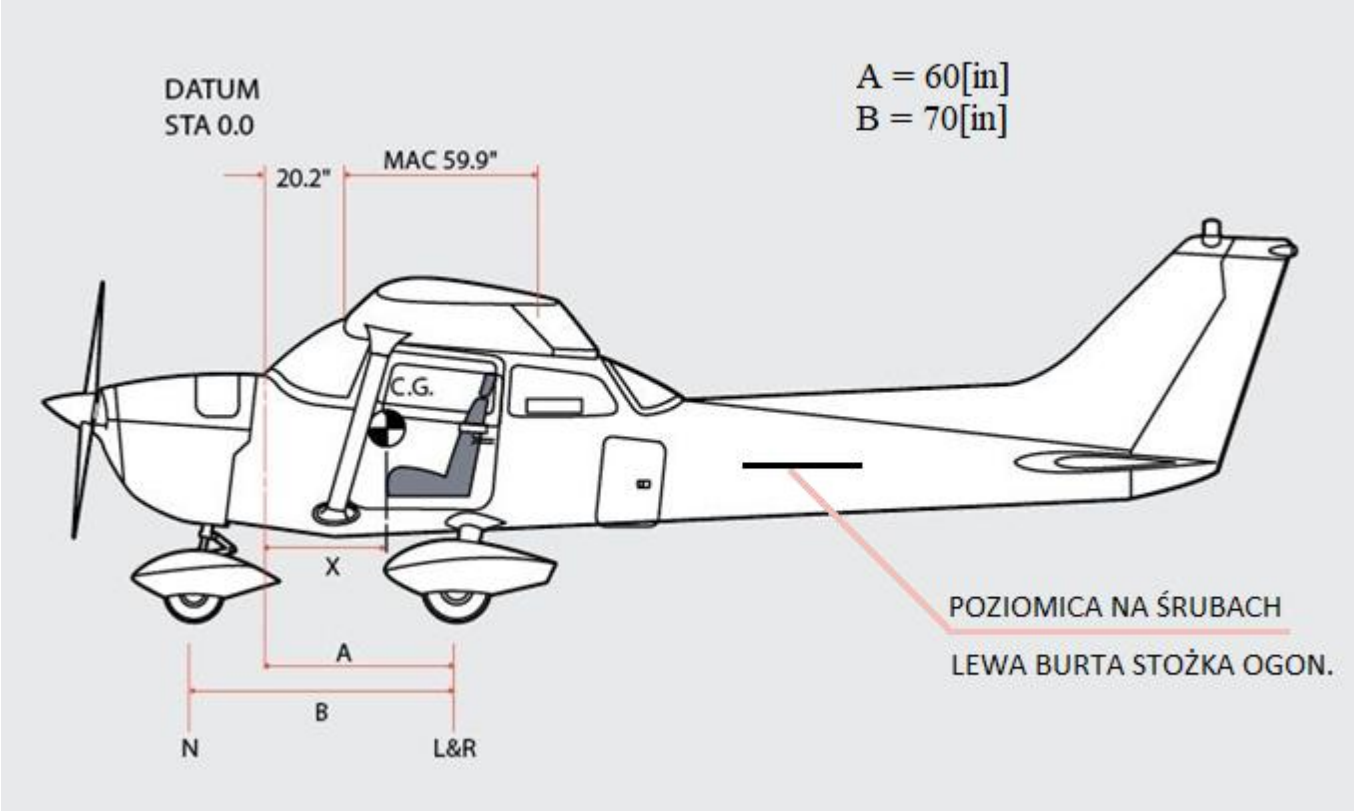

Rysunek 6-1. Ważenie samolotu
(1) Przygotowanie:
(2) Poziomowanie:
b. Spuść powietrze z koła przedniego oraz/albo opuść lub podnieś przedni amortyzator, aby dokładnie wycentrować bańkę w poziomicy (patrz rys.6-1).
(3) Ważenie:
(4) Pomiary:
(5) Posługując się ciężarami z (3) oraz wymiarami z (4) można określić ciężar samolotu i położenie jego środka ciężkości (SC).
(6) Podstawowy ciężar pustego samolotu można określić przez wypełnienie rysunku 6-1.